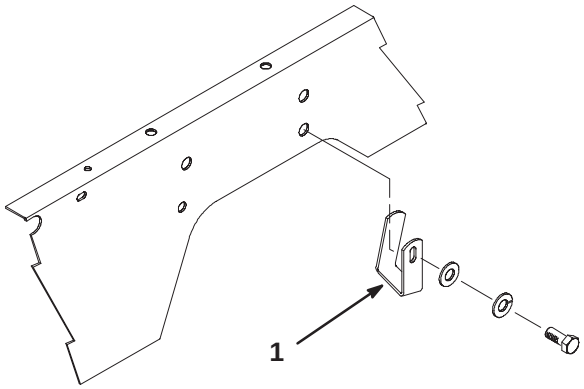

Figure 2
1. Remove the capscrew, lockwasher and flatwasher securing the hose guide to each side of the machine frame (Fig. 2). Support the hoses when removing the hose guides.